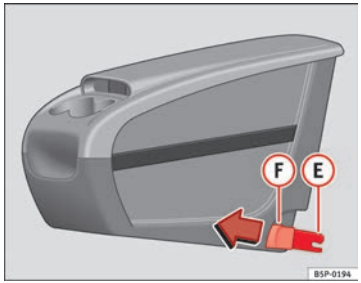
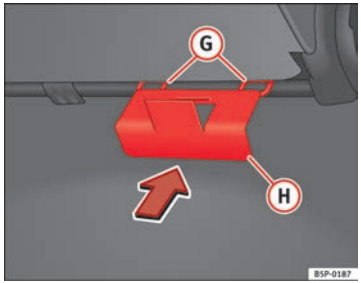

Fig. 112 Mobile storage compartment. Installation
Fig. 113 Mobile storage compartment mounting plate
– Fit the mobile storage compartment mounting plate (H) ⇒ Fig. 113 from the inside of the vehicle, through the rear part of the seat. It should be fitted between the backrest and the seat, in the central seat area.
– Set both mounting pieces together (E) ⇒ Fig. 112, with both mounting rings (G) ⇒ Fig. 113 and press hard until both the clips completely connect with the rings.
– Pull each of the buttons ⇒ Fig. 112 (F) on the clips (red buttons) forwards, until they snap out of place.